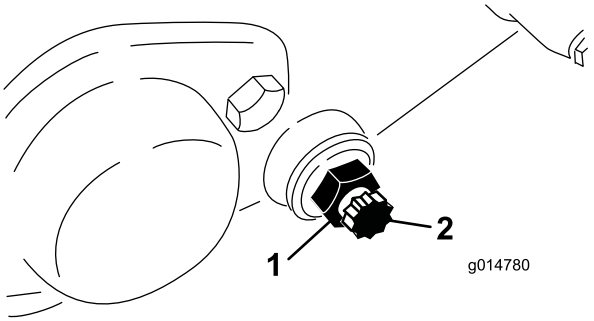

Figuur 56
3. Draai de contramoer van de snijbalkbout op beide zijden van de machine los (Figuur 56).
4. Verwijder beide snijbalkbouten zodat de snijbalk omlaag kan worden getrokken en uit de machine worden verwijderd. Bewaar de 2 nylon en de 2 stalen ringen op beide uiteinden van de snijbalk (Figuur 56).